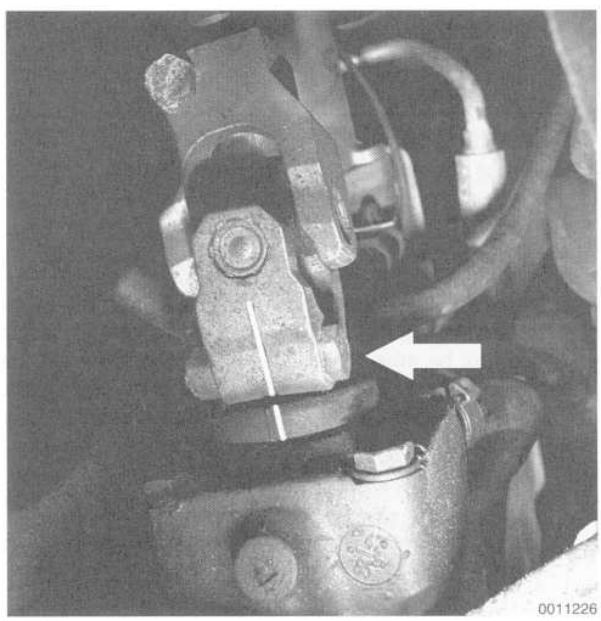

Fig. 5. Universal joint lower clamping bolt (**arrow**).
5. Remove the lower steering column universal joint clamping bolts and push the universal joint up off of the steering gearbox shaft. See Fig. 5.
10. Install the steering column universal joint to the steering gearbox shaft. Center the steering column to the gearbox by aligning the universal joint split with the mark on the steering gearbox. See Fig. 5 given earlier. Use a new self-locking nut on the clamping bolt.